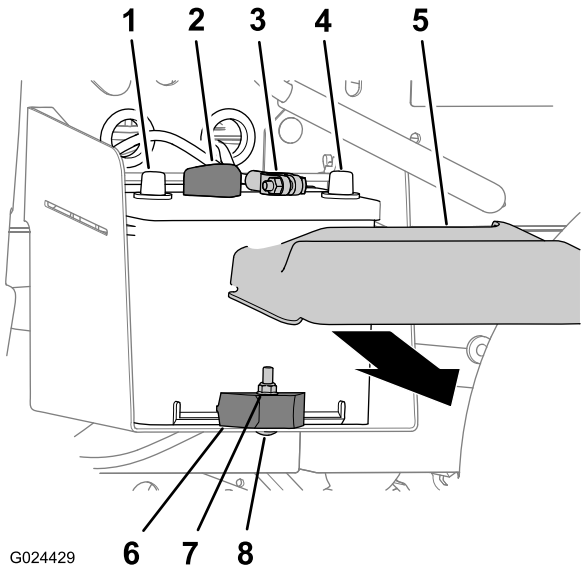

Figuur 47
1. Knijp de zijkanten van het accudeksel samen en neem het deksel van de bovenzijde van de accu (Figuur 47).
2. Koppel de pluskabel (+) los van de accupool (Figuur 47).
3. Koppel de minkabel los van de accupool (Figuur 47).
2. Verwijder de borgmoer, slotbout en accuklem waarmee de accu vastzit aan de accubak (Figuur 47).
3. Verwijder de accu uit de accubak (Figuur 47).
1. Lijn de accu uit met de accubak van de machine (Figuur 47).
Opmerking: Zorg ervoor dat de plus- en minpool van de accu uitgelijnd zijn; zie Figuur 47.
2. Bevestig de accu met de accuklem, de slotbout en de borgmoer aan de accubak (Figuur 47).
1. Sluit de pluskabel aan op de accupool (Figuur 47).
2. Sluit de minkabel aan op de accupool (Figuur 47).
3. Plaats het accudeksel op de bovenkant van de accu (Figuur 47).